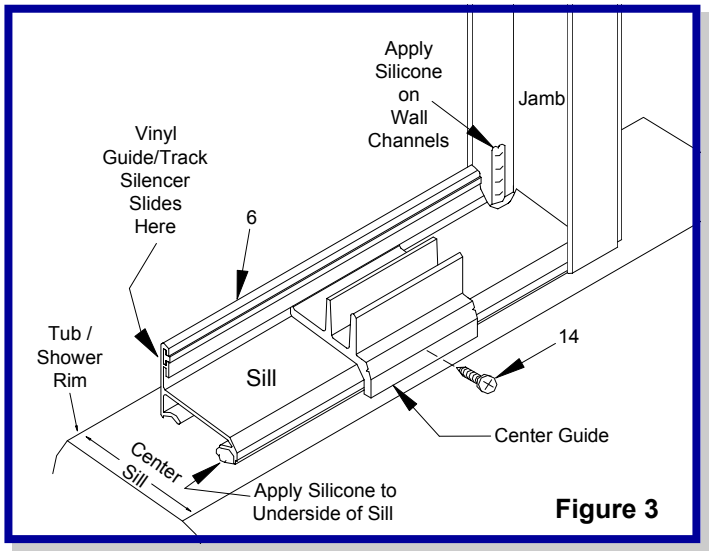

Figure 3
- Apply silicone where the wall meets the rim of the tub/ shower to seal the bottom of the jamb. ***(See Figure 3)***
- Cut the sill track (6). (Verify that the door guide vinyl strip (18) is installed in the sill. If the silencer is not in the sill, simply slide it into the slot located on the sill.) ***(See Figure 3)***
- Place the center track guide (7) on the sill. (Verify that the center guide is hooked into the slot position on the sill.) ***(See Figure 3)***
- Drill a hole in the front, at an downward angle using a #31 bit and secure the center guide to the sill with the #6 x 3/8" screw (13) ***(See Figures 3 & 7)***.
- From inside of the unit, drill a #31 hole at each end of the header and into the wall jamb. Secure with a #6 x 3/8" (13) SMS screw on the each end of the header.
- Secure the 2 bumpers (4) with a 6-32 x ½" screw (5). (*Note: The recess of the bumper is toward the inside of the tub on the showerhead jamb, and toward the outside on the opposite jamb.)*